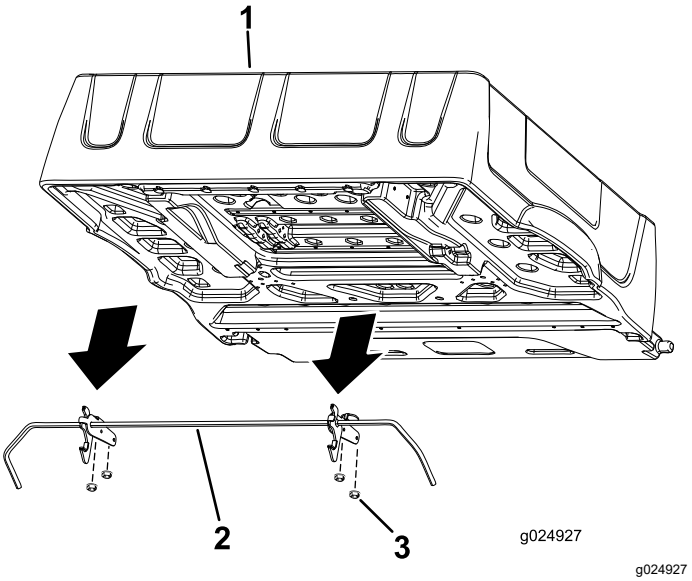

Figur 3
6. Ta bort de fyra flänsmuttrarna som håller fast spärrstångens fästen på flakets undersida (Figur 3).